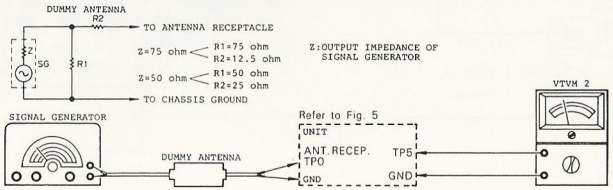

Fig. 13 (EOT-009)
(1) Connections Refer to Fig. 13